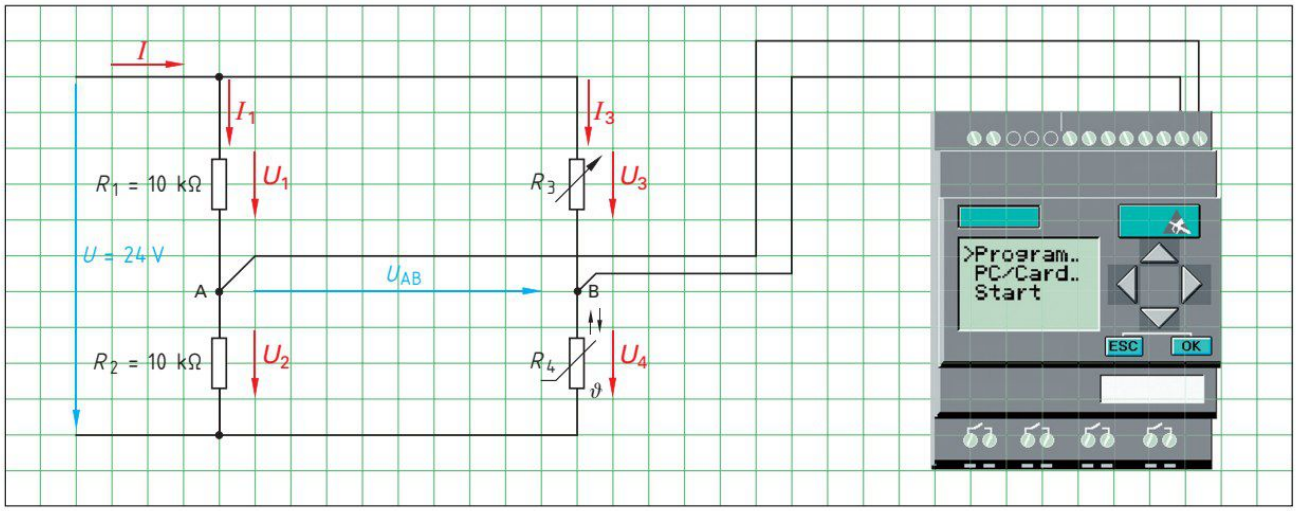

Bild 2: Temperaturerfassung mit temperaturabhängigem Widerstand in einer Brückenschaltung und Kleinsteuerung
- Zur Temperaturerfassung wird ein temperaturabhängiger Widerstand benutzt, der in eine Brückenschaltung eingebaut wird **(Bild 2)**.
2. Tragen Sie die Spannungen U_1 bis U_4 an den Widerständen sowie den Gesamtstrom I, den Strom I_1 durch R_1 und den Strom I_3 durch R_3 in der Brückenschaltung **(Bild 2)** ein.